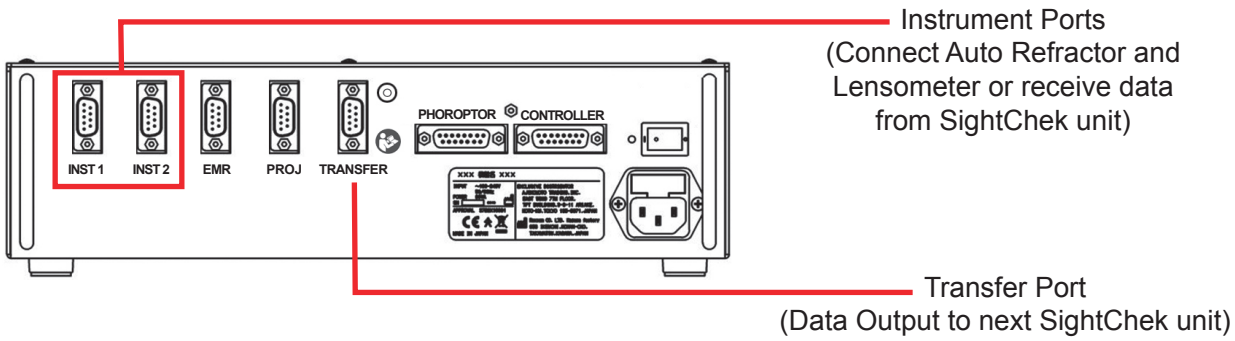

Figure IS-26 Multiple SightChek Systems Set-Up
2. Connect the Relay Box of the first SightChek to the Relay Box of the SightChek next in line, using a cable or Bluetooth dongle connection, according to the cables specified in **Appendix A**. The Trans port on the first SightChek is the data output port, and the Inst1 port on the next SightChek receives the data. Refer to Figure IS-26.